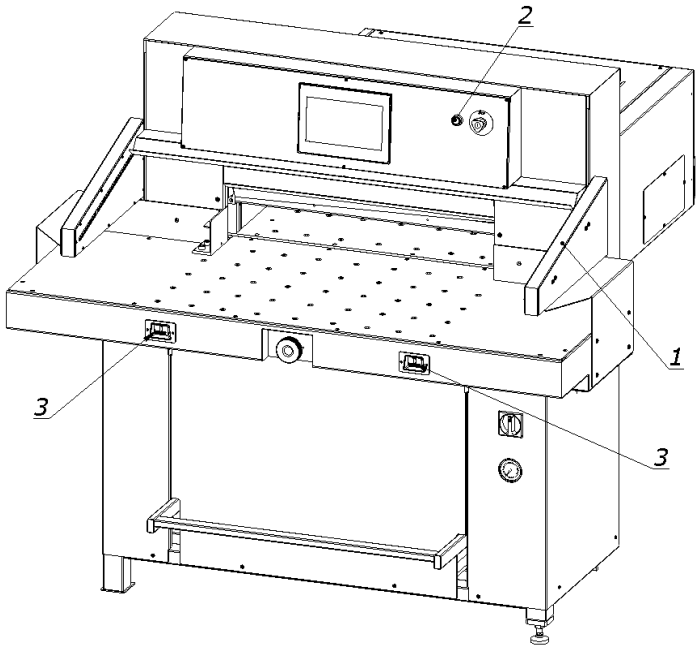

Fig. 19 Control and signalling elements used during cutting.
1. there are no objects in the light barrier's working area – the green OSSD 1 LED (Fig. 11) on receiver 1 (Fig. 19) is lit.